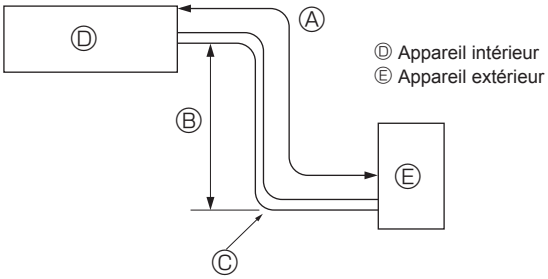
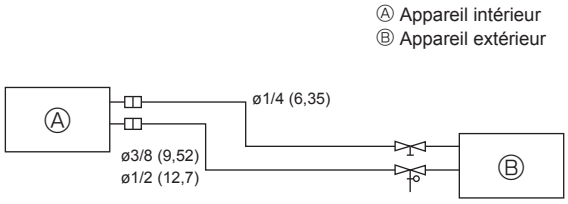

Fig. 4-1
Fig. 4-2
4.1. Tuyaux de réfrigérant (Fig. 4-1, Fig. 4-2)